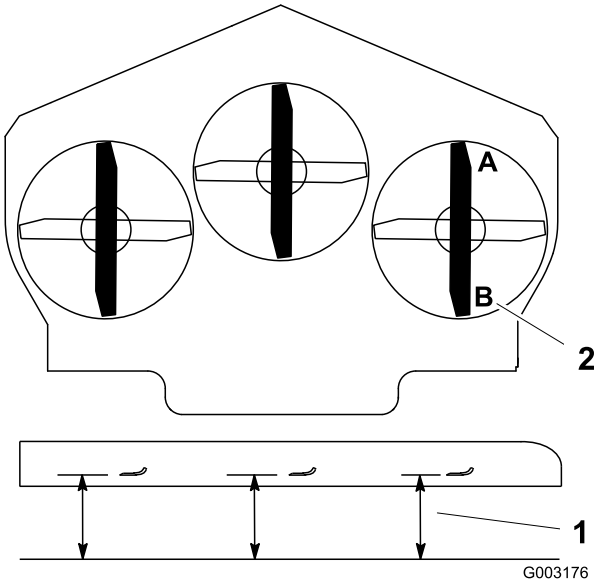

Figuur 80
1. Zet het rechter maaimes in de schuinstand (Figuur 80).
2. Meet het rechtermes bij punt **A**. Meet de afstand tussen een horizontaal oppervlak en de snijrand van het maaimes (Figuur 80).
4. Meet het rechtermes bij punt **B**. Meet de afstand tussen een horizontaal oppervlak en de snijrand van het maaimes (Figuur 80).
6. Het maaimes moet 6 tot 10 mm lager staan bij punt **A** dan bij punt**B** (Figuur 80). Indien dit niet het geval is, gaat u als volgt te werk.